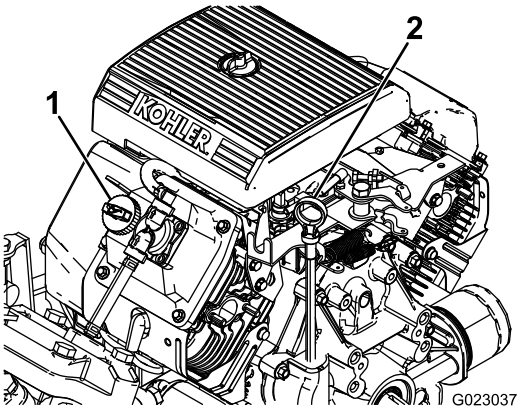

Figur 11
2. Ta ut peilestaven og tørk den med en ren fille (Figur 11).
4. Hvis oljenivået er lavt må du fjerne påfyllingslokket fra ventildekslet (Figur 11) og helle olje inn i åpningen til oljenivået når opp til Full-merket på peilestaven. Se Kontrollere motoroljenivået (side 38) for korrekt oljetype og viskositet. Hell i olje sakte, og kontroller nivået ofte underveis. Ikke fyll på for mye.